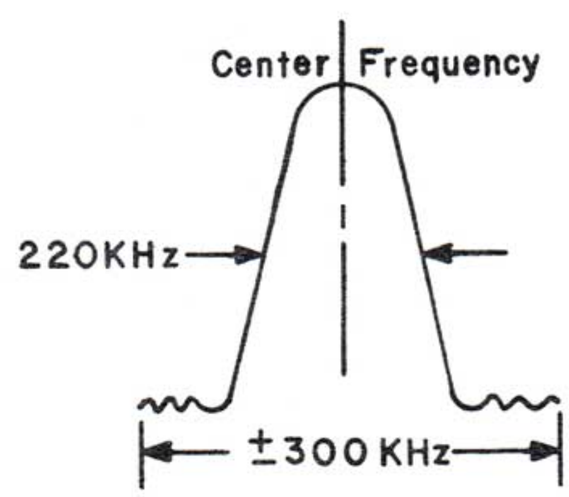

Figure 6
3. Tune the FM Generator, modulated ±300KHz at approximately 20uV output level, to the receiver frequency. Connect an RF Detector Probe to Pin 5 of the AN217 [IC202] and center the FM IF response on the oscilloscope. The FM IF bandpass characteristics are now displayed. Adjust the transformer core of the RF Converter [T101] for maximum gain and symmetry [Figure 6].